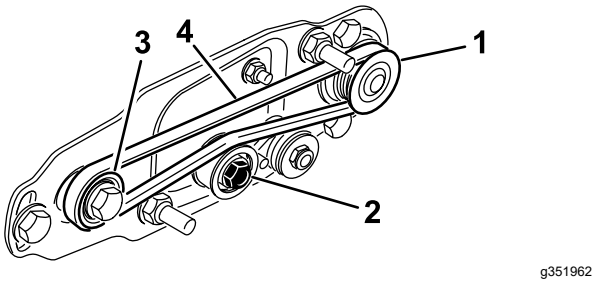

Figure 26
A. Passez la courroie autour de la poulie **d'entraînement** puis sur le dessus de la poulie de tension (Figure 26).
B. Commencez à installer la courroie sur la poulie **menée** (Figure 26).